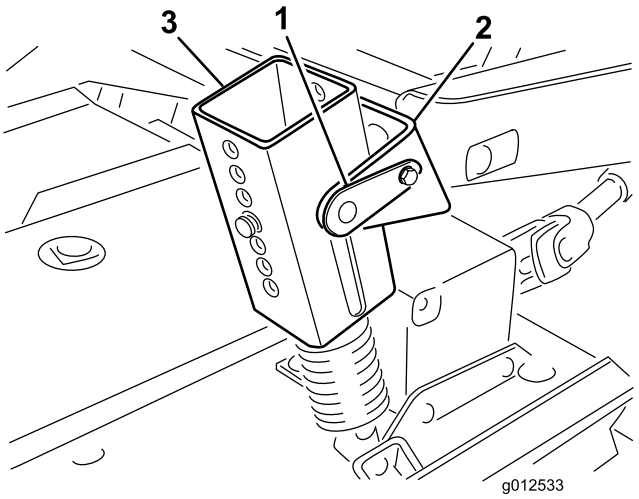

Figur 1
2. Kun for trekkenheter i 200-serien: Koble av motvekten fra trekkenheten, fjern låsestiftene fra brakettene, fjern fjærspenningsenhetene fra brakettene, og legg dem ned på klippeenheten. Fest låsestiftene løst til brakettene slik at du ikke mister dem (Figur 1).